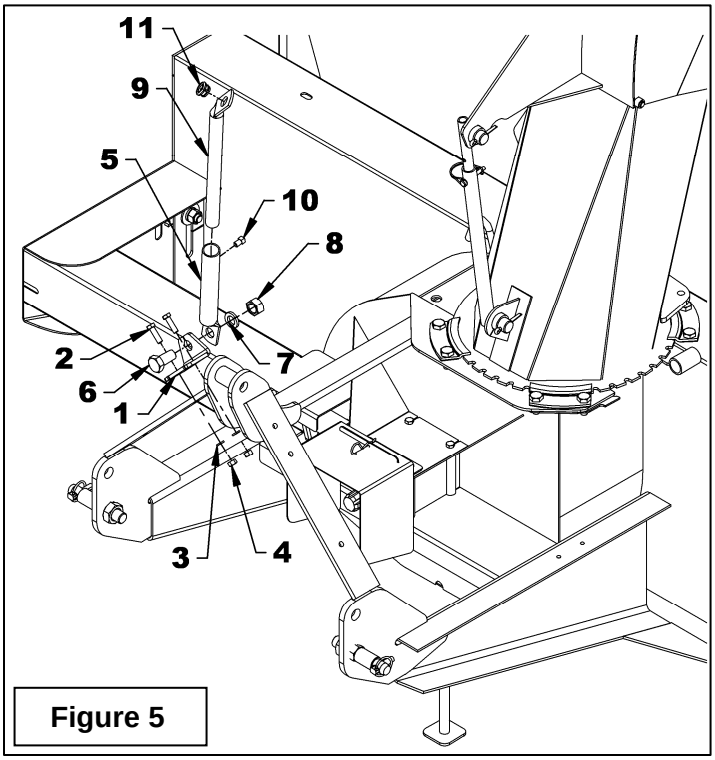

Figure 5
7. **Figure 5:** Install the rotation bracket (item 1) on the left or right arm of the three point hitch with two 3/8" NC x 1 1/4" bolts, lockwashers and nuts (items 2-3-4). Tighten firmly.
8. **Figure 5:** Attach the handle support bracket (item 5) to the rotation bracket (item 1) with a 3/4"NC x 1 1/4" bolt, lockwasher and nut (items 6-7-8) making sure to attach the brackets in the direction illustrated.
9. **Figure 5:** Insert the handle support (item 9) in the bracket (item 5) adjusting the height of the support according to your needs and secure in place with a 3/8" x 1/2" square head setscrew (item 10).
10. **Figure 5:** Insert the grommet (item 11) in the handle support (item 9).
12. **Figure 5:** Once the snowblower is attached to the tractor, adjust handle position and height to ensure comfort and safe operation. Tighten setscrew (item 10) on the handle support as well as the 3/4" x 1 1/2" bolt, 3/4" lockwasher and 3/4" nut (items 6-7-8).